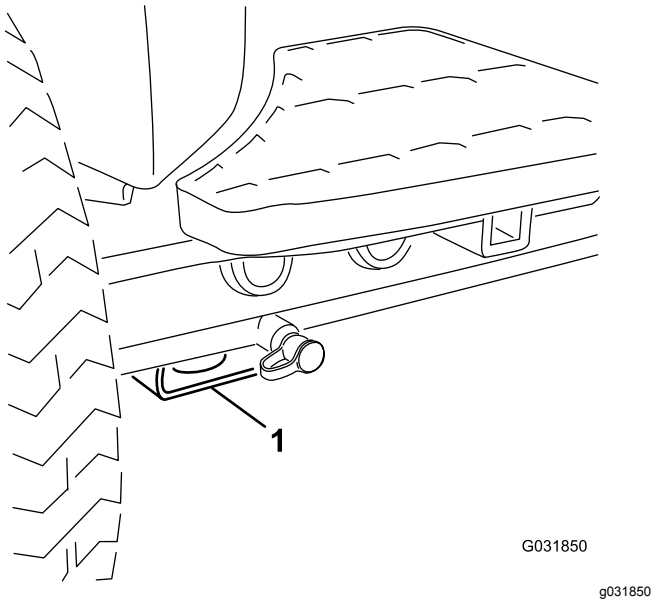

Figuur 41
- Voor – rechthoekig blok, onder de asbuis, aan de binnenzijde van beide voorwielen (Figuur 41).